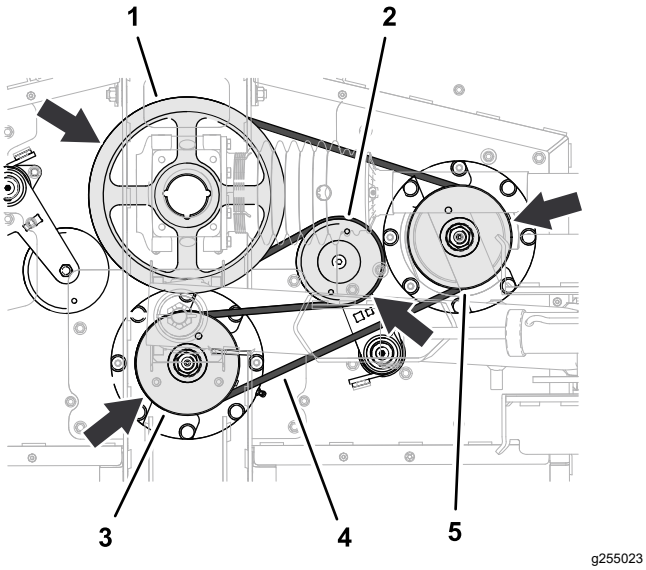

Figur 68
1. Dra den långa remmen runt drivremskivan, det övre spåret på mittspindelremskivan och höger spindelremskiva (Figur 68).
2. Använd en kofot eller ett liknande verktyg för att rotera remspännaren motsols och dra remmen över spännlocksremskivan (Figur 68).